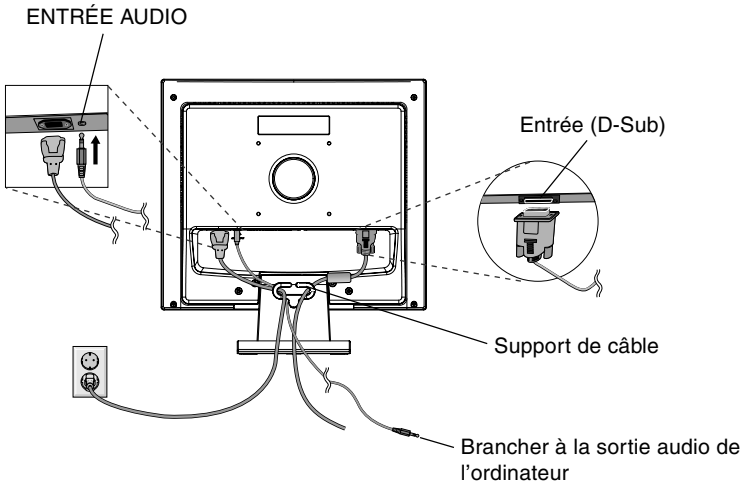
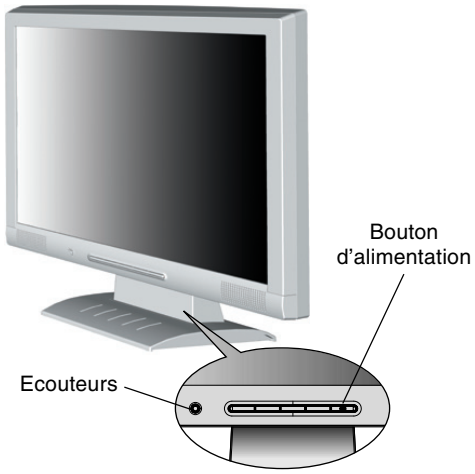

Figure B.1
Figure C.1
3. Branchez le mini-connecteur D-SUB à 15 broches du câble vidéo et le câble audio au connecteur approprié à l'arrière du moniteur (**Figure B.1**). Branchez les écouteurs (non fournis) au connecteur approprié à l'avant du moniteur (**Figure C.1**).
4. Connectez une extrémité du cordon d'alimentation au moniteur et l'autre à la prise de courant. Mettez le câble du signal vidéo et le cordon d'alimentation dans le support de câble (**Figure B.1**).
5. Allumer le moniteur avec le bouton d'alimentation situé à l'avant (**Figure C.1**) ainsi que l'ordinateur.